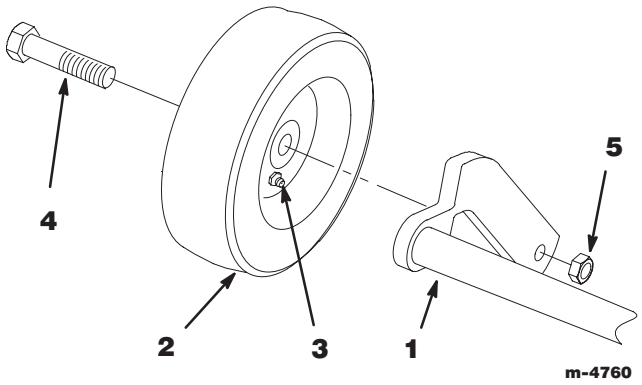

Figure 1
1. Attach gage wheels to the outside of arms on rear carrier assembly. Grease fitting on wheel must face in (Fig. 1).
2. Secure with shoulder bolt and 3/8” lock nut, with internal locking patch on threads (Fig. 1).